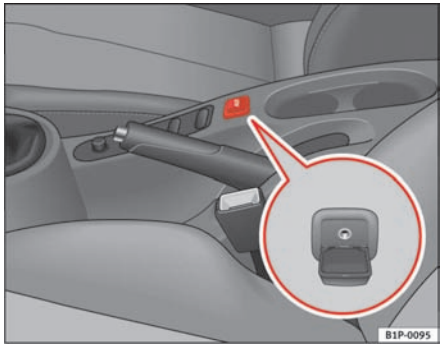

Fig. 102 Auxiliary audio connection
– Lift the AUX. cover ⇒ fig. 102.